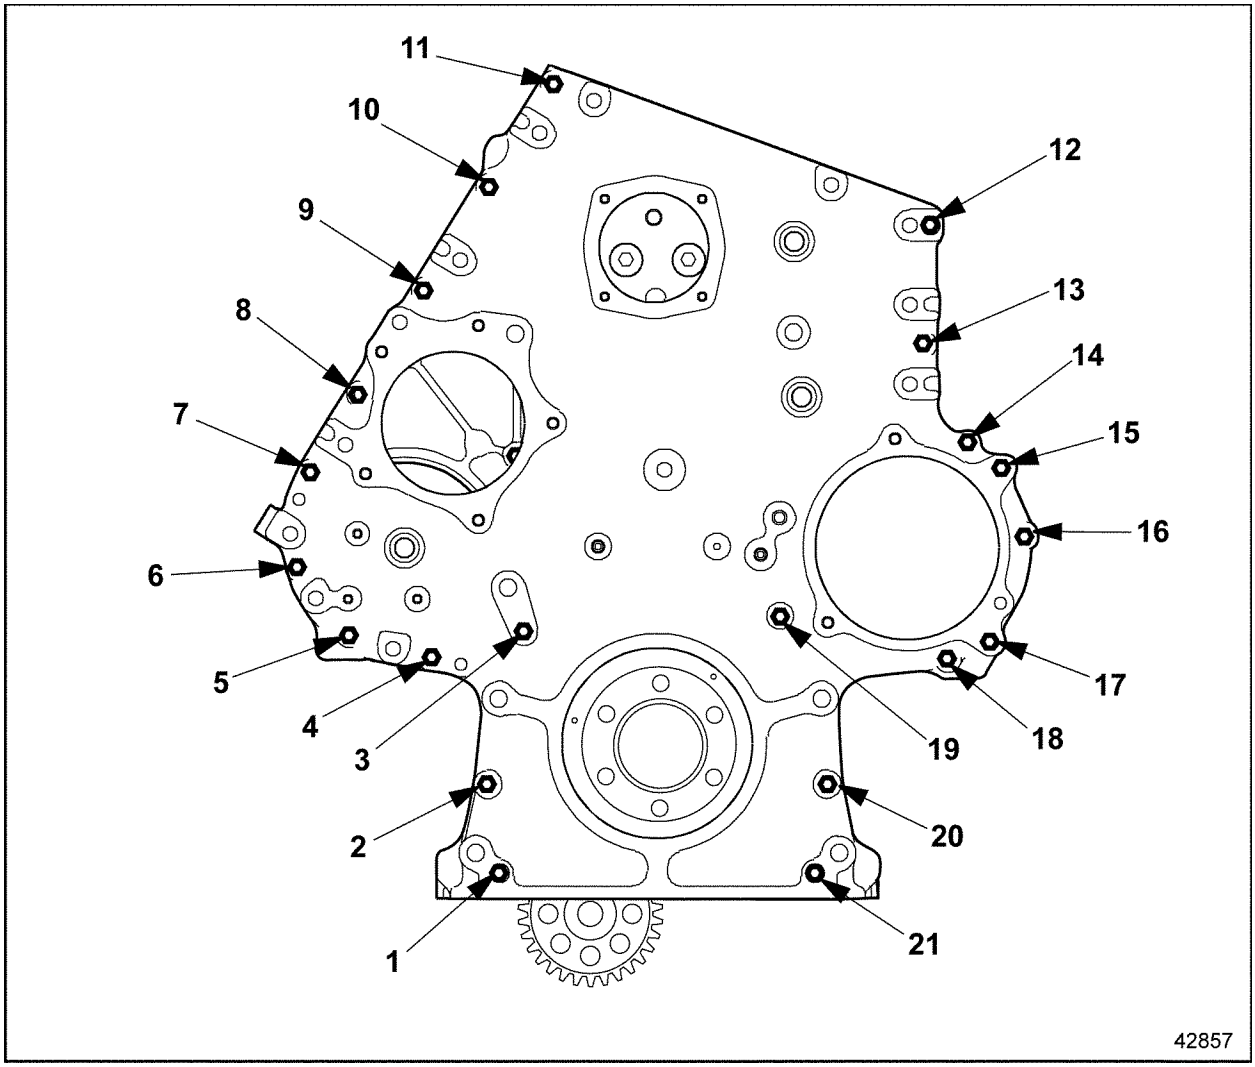

Figure 1-174 Gear Case Cover Bolt Location
15. Remove 21 bolts securing Gear Case Cover from Gear case. See Figure 1-174